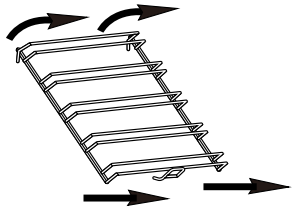

Рис. 3
4. Нажмите на крючок в верхней части и осторожно извлеките решетку (рис. 3).